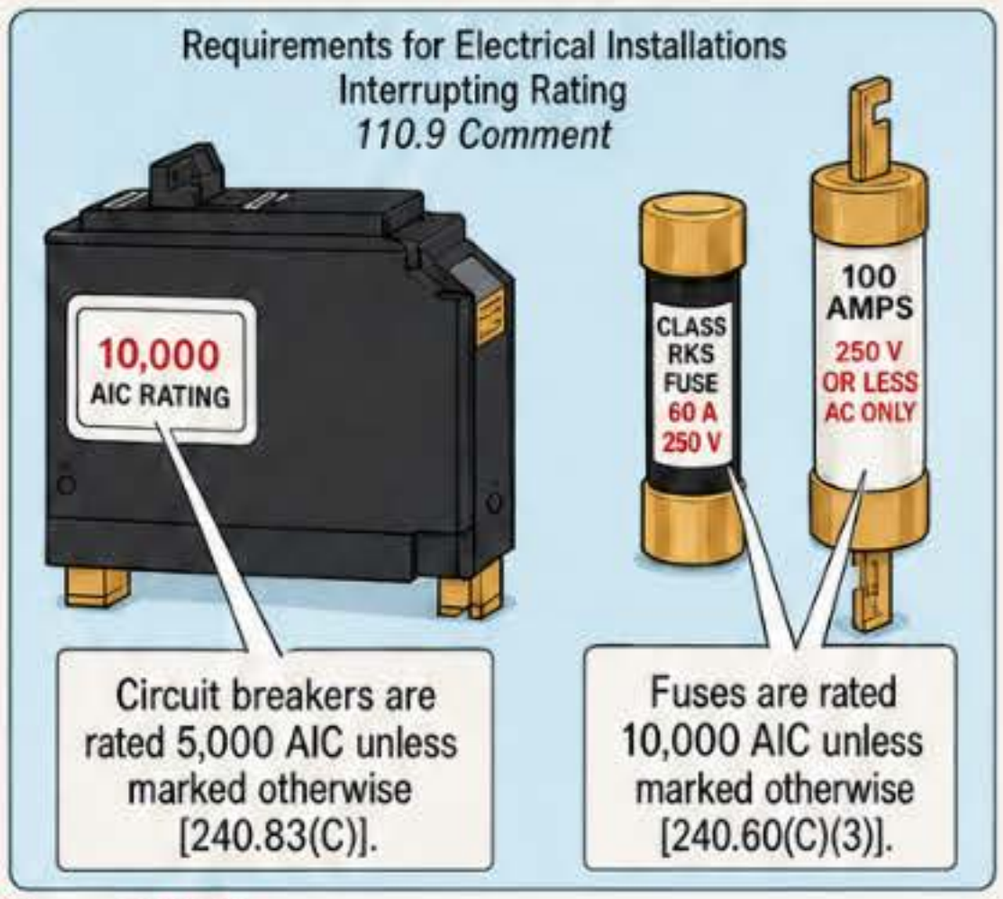

Figure 110-10
- *If not otherwise marked, the ampere Interrupting rating for circuit breakers is 5,000A [240.83(C)], and for fuses it is 10,000A [240.60(C)(3)].* See Figure 110-10.